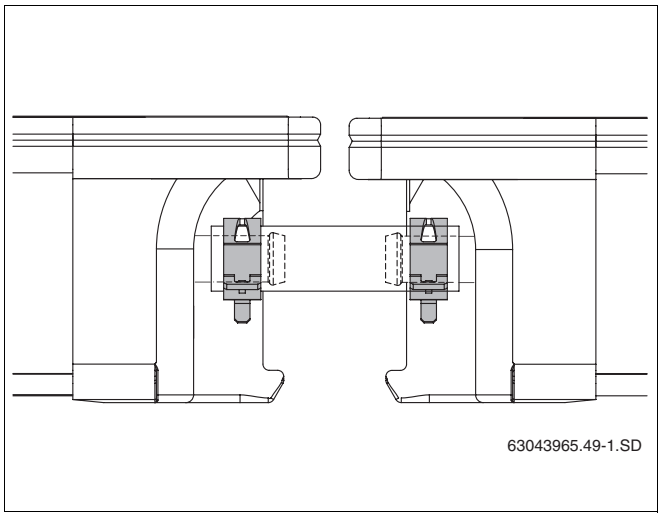

Abb. 50 Solarschlauch mit gesicherten Federbandschellen
- Sichern Sie jeden Solarschlauch am Kollektoranschluss mit einer Federbandschelle (Abb. 50).